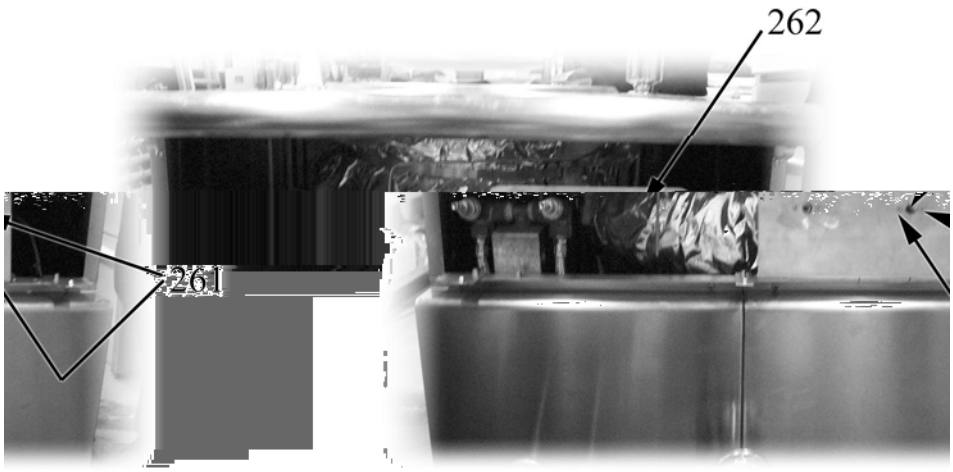

Fig. 27
- unscrew the screws that fix the power regulator to the supporting plate pos. 261 in Fig. 27 ;